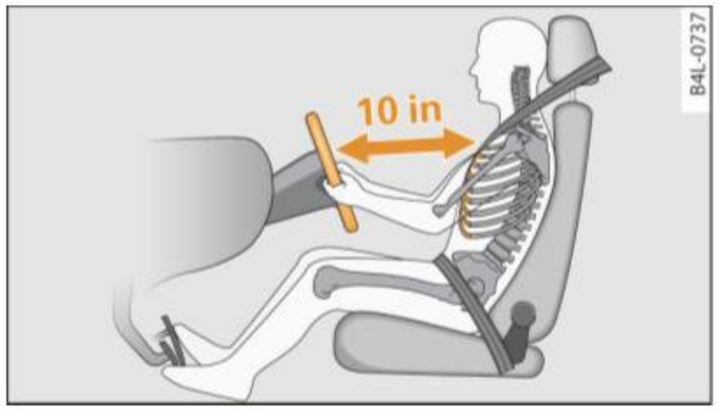

Fig. 124 The correct distance between driver and steering wheel
- Adjust the steering wheel so that there is a distance of at least 10 inches (25 cm) between the steering wheel and your breast bone ⇒ fig. 124. If not possible, see your authorized Audi dealership about adaptive equipment.